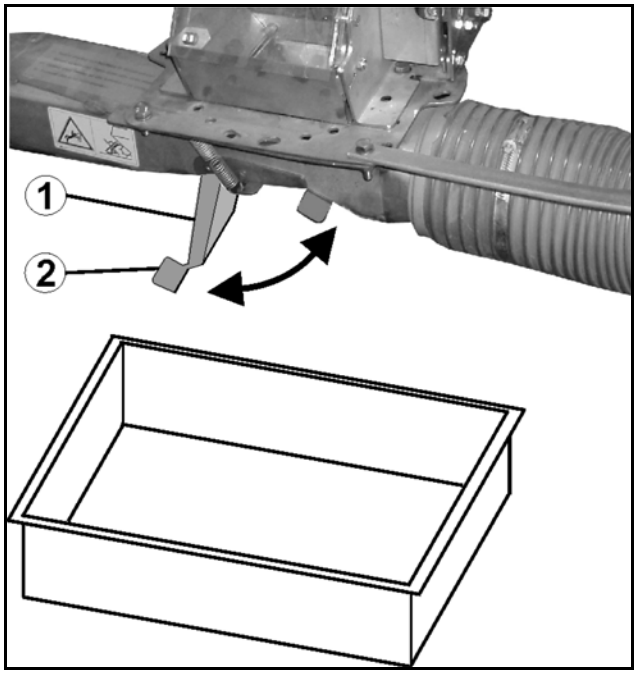

図 79
フラップ（図 79/1）を旋回させてインジェクターバルブを開きます。
インジェクターのばね付きフラップを開閉する場合は、ラッチ（図 79/2）をハンドルとし使用してください。
- インジェクタバルブフラップ（図 79/2）を閉じます。